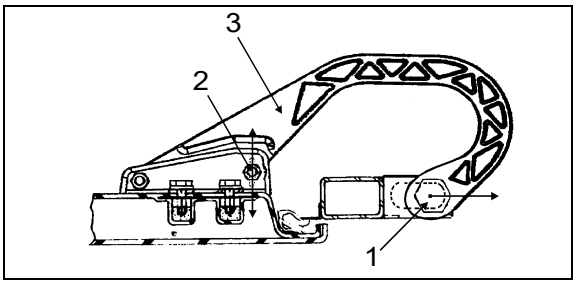

FIGURE 71: DOOR HINGE 18196
2. Loosen nut (1, Figure 71).
3. Move part (3, Figure 71) as shown in figure for "LEFT or RIGHT" adjustment.
4. Tighten nut (1, Figure 71).
5. Loosen nut (2, Figure 71).